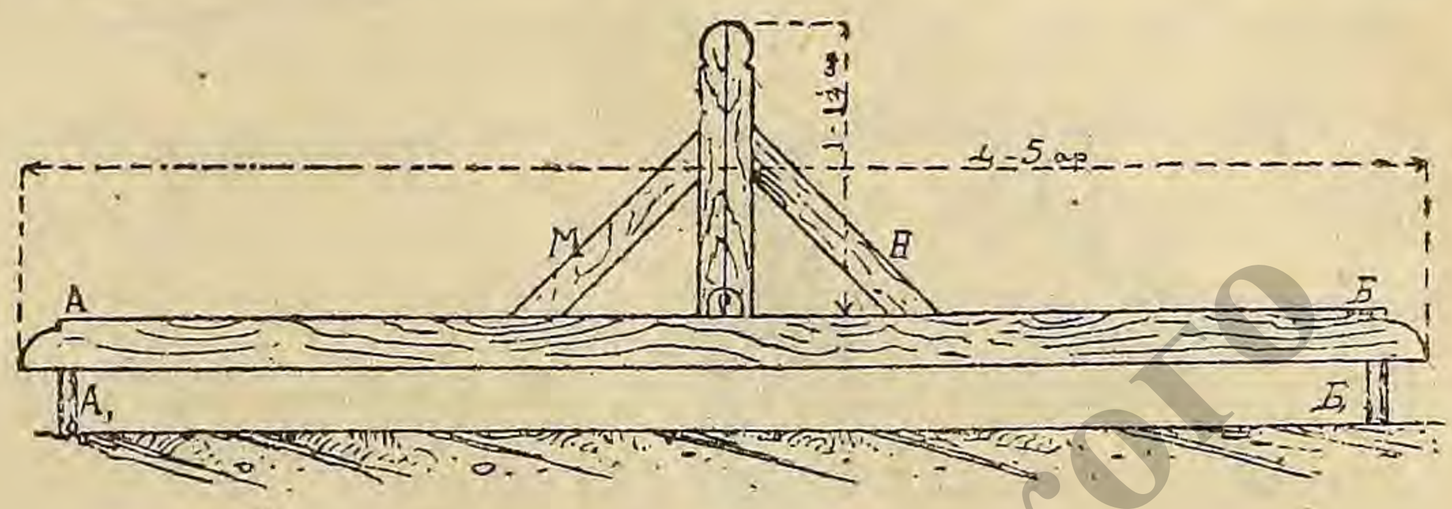

Рис. 543.
3) Горизонтальность рядов поверяется при помощи *уровня*, укладываемого на правило, или *ватерпаса*. Уровень мы рассматривать не будем, так как он подробнее рассматривается в курсе землемерия, а рассмотрим подробнее *ватерпас* (рис. 543); он делается из толстой доски (в 1 верш.) *АБ*, длиною 4 — 5 арш., шириною — 2 — $2^1/_2$ верш. Посредине доски укреплена под прямым углом другая доска в $1 — 1^1/_4$ арш.